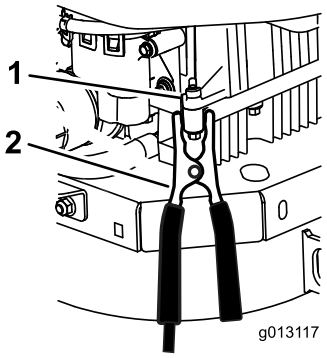

Figur 51
6. Gör den sista anslutningen till det urladdade batteriet på maskinens **motorblock** (ej på batteriets minuspol), på avstånd från batteriet, och gå därefter undan (Figur 51).